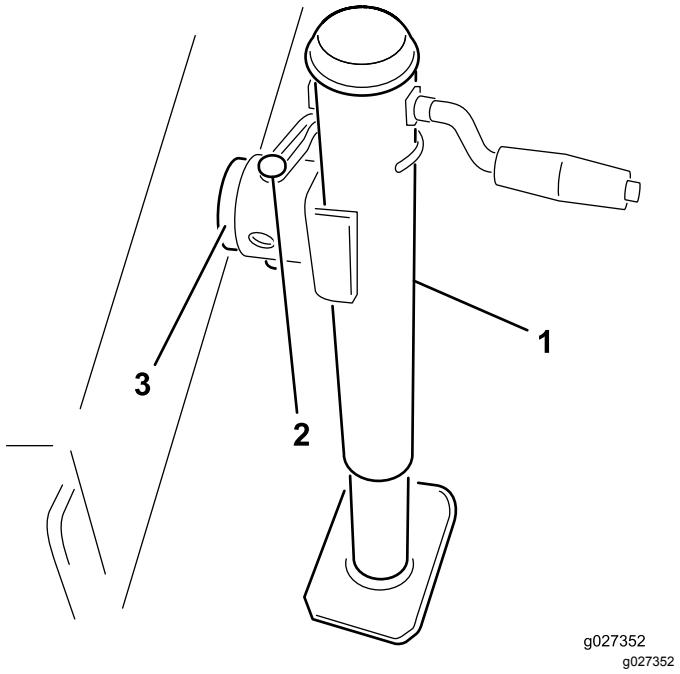

**Bild 5**
2. Stecken Sie die Stützstange auf den Rahmenstift und befestigen sie mit dem Stift (Bild 5).